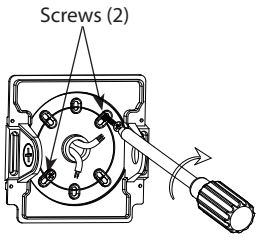

Fig: 4
4. Mount **Housing Back Plate** to surface or junction box *(supplied by others)* and secure with *(2)* **Screws** *(supplied by others)* as shown in **Fig. 4**.